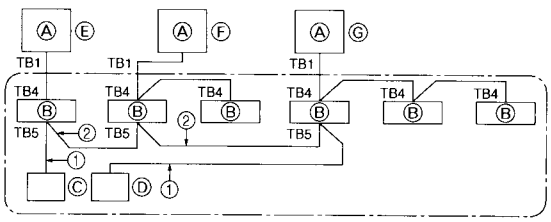

Fig. 9-1
① Before collecting the refrigerant, first make sure that the all of the SW5 DIP switches for function changes on the control board of the outdoor unit are set to OFF. If all of the SW5 switches are not set to OFF, record the settings and then set all of the switches to OFF. Start collecting the refrigerant. After moving the unit to a new location and completing the test run, set the SW5 switches to the previously recorded settings.
② Supply power (circuit breaker).
③ After the gas stop valve is closed, set the SWP switch on the control board of the outdoor unit to ON. The compressor (outdoor unit) and ventilators (indoor and outdoor units) start operating and refrigerant collecting operation begins. LED1 and LED2 on the control board of the outdoor unit are lit.
④ Because the unit automatically stops in about two to three minutes after the refrigerant collecting operation (LED1 and LED2 are lit), be sure to quickly close the gas stop valve. When LED1 and LED2 are lit and the outdoor unit is stopped, open the liquid stop valve completely, and then repeat step ③ after three minutes have passed.
⑤ Turn off the power supply (circuit breaker).
9. System controll (Fig. 9-1)